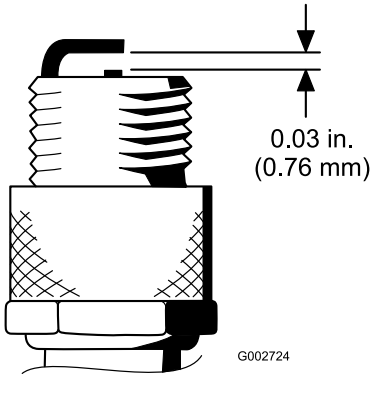

**Figur 49**
4. Kontrollera att mellanrummet mellan mitt- och sidoelektroderna är 0,76 mm (Figur 49).